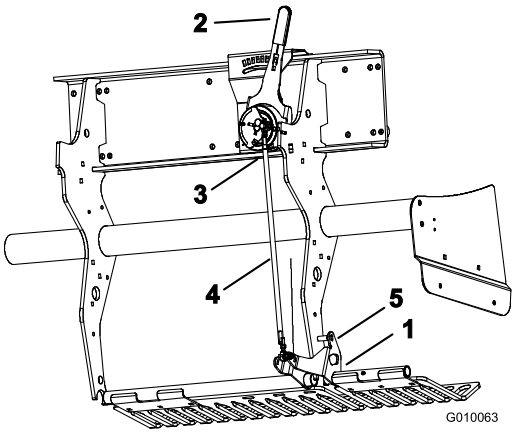

Figur 58
1. Drej det venstre plæneafskærmningsmonteringsbeslag (Figur 58) op, indtil der kan sættes en låsestift (5/16 borestang eller bolt) ind mellem beslaget og det dybdeindstillingsrør, der er svejset fast på rammen.
2. Flyt terrænkontaktgrebet (Figur 58) til H-positionen (dybeste).
3. Afbryd den udvendige kuglekontakt (Figur 58) fra ledningsnettet (hoved lavt-kontakt).
4. Løsn kontramøtrikker (venstre og højre) på dybdejusteringsforbindelsesstangen (Figur 58).